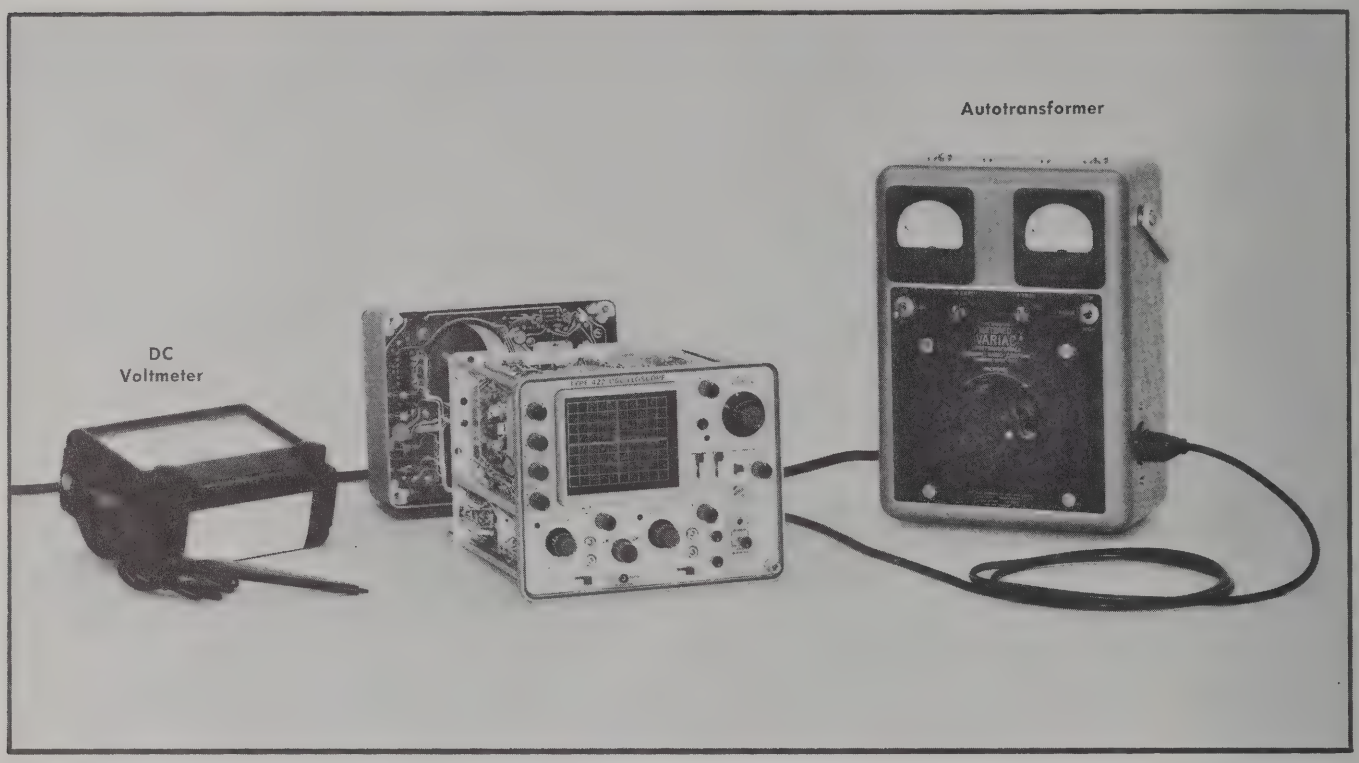

Fig. 6-3. Initial test equipment setup for steps 1 and 2.
a. Test equipment setup is shown in Fig. 6-3.